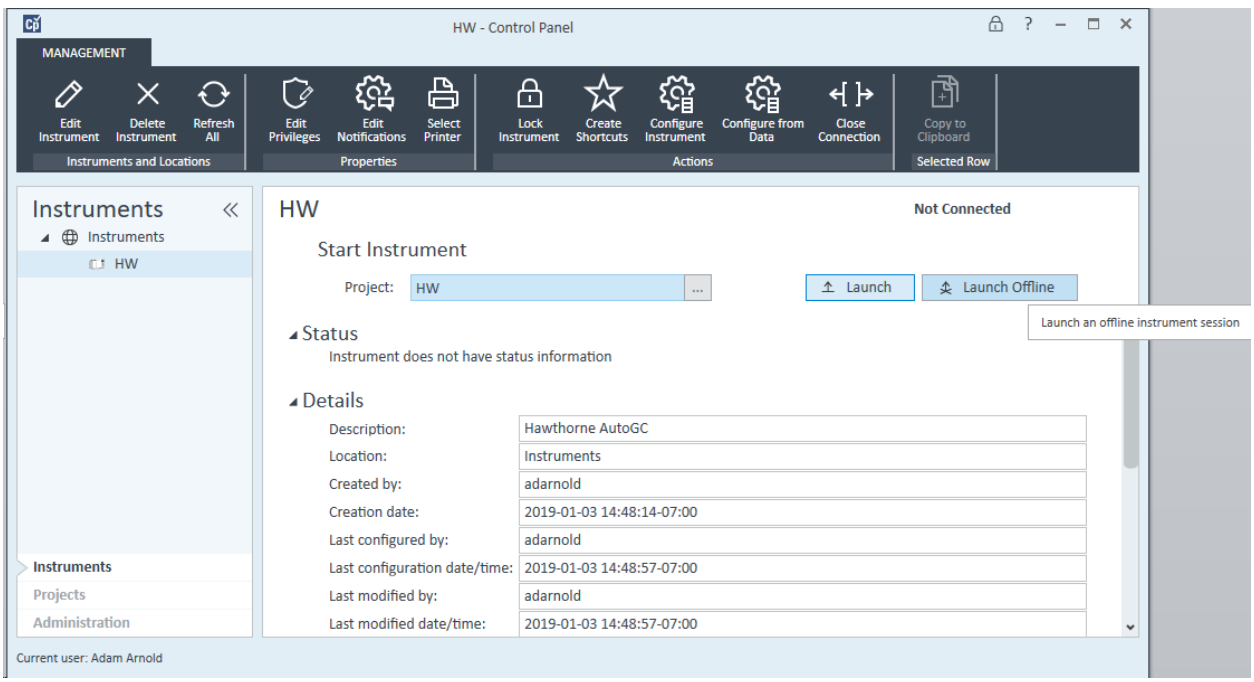

Figure 5. Agilent Control Panel Instrument Display
- Navigate to the "Instruments" tab. Under "Start Instrument", click the "Project" selector and select the relevant site that requires validation as shown in **Figure 5**.